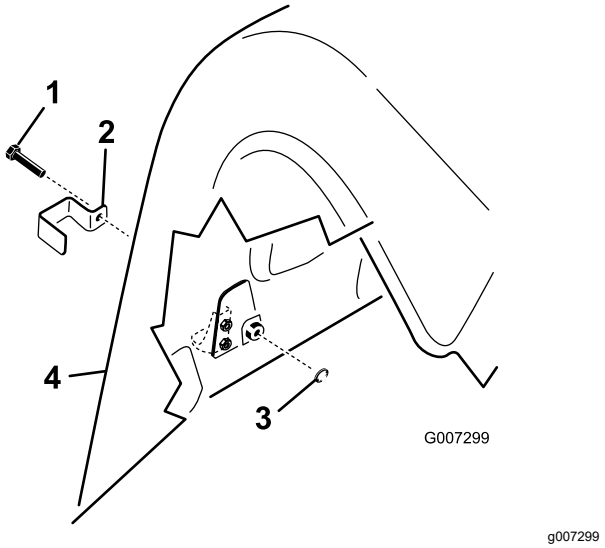

Figur 18
1. På modellen ProCore 864: montera ett låsfäste över de vänstra och högra nedre motorhuvsspärrarna längst bak och de övre motorhuvsspärrarna med skallskruvar (fyra totalt). Se Figur 18.
2. På modellen ProCore 1298: montera ett låsfäste över alla nedre motorhuvsspärrar baktill och på de övre motorhuvsspärrarna på utsidan på både höger och vänster skydd med skallskruvar (tre per luftarhuvud, sex totalt). Se Figur 18).
3. Skruva på en invändig låsbricka på varje skruv (1–2 gängor) med hjälp av en tång eller skiftnyckel så att spärren säkras (Figur 18).